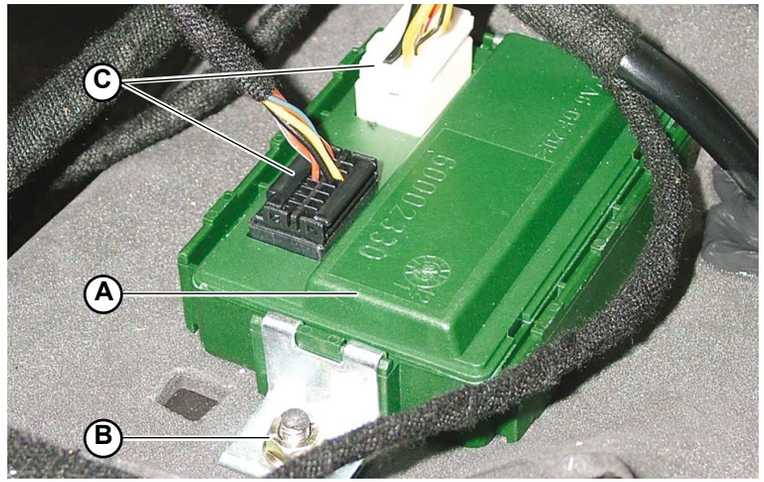

Fig.3
1. Secure the control unit (**A-Fig.3**) using the fixing screw (**B-Fig.3**).
2. Connect the connections (**C-Fig.3**).